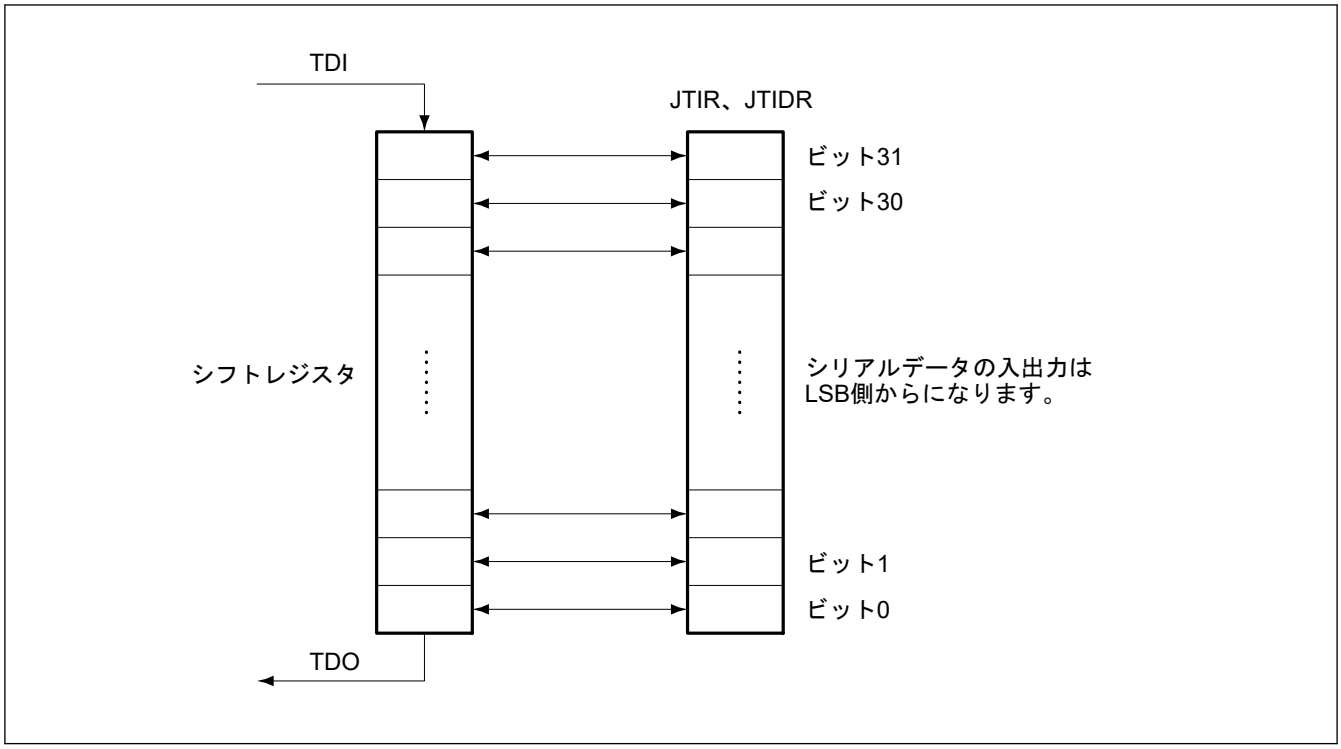

図 39.3　シリアルデータ入出力
- 図 39.3 に示すように、シリアルデータは LSB 側から入出力します。